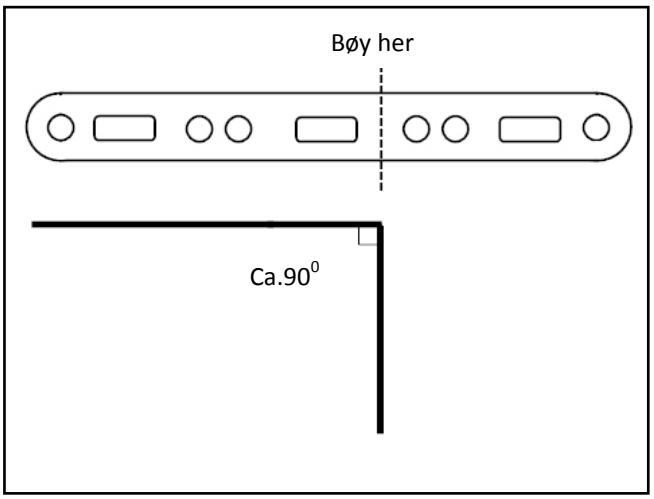

Bilde 20
Monter vinkelbrakett for eksospotte (1) til hulljern *(bilde 20)* med en M6 bolt m/mutter. Fest hulljern til eksisterende hull under radiator, høyre side for senter (2). Festes med en M6bolt m/mutter.